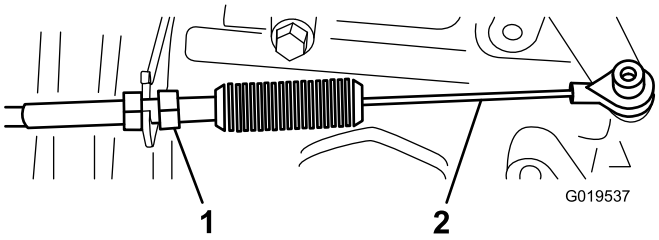
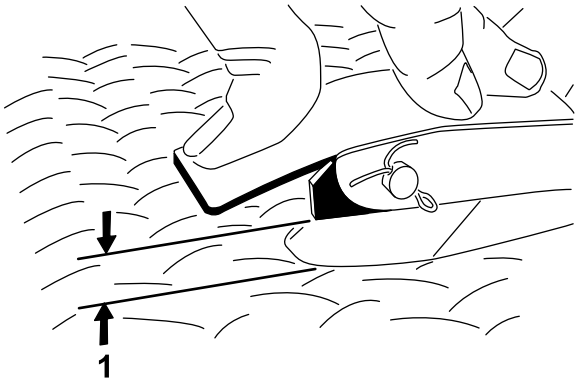

Figur 67
Figur 68
2. Juster kuleleddet på gasspedalkabelen (Figur 67) for å tillate 2,54 til 6,35 mm klaring mellom gasspedalarmen og toppen av gulvplaten med rombeprofil (Figur 68) når det påføres 11,3 kg kraft på midten av pedalen. Stram låsemutteren.